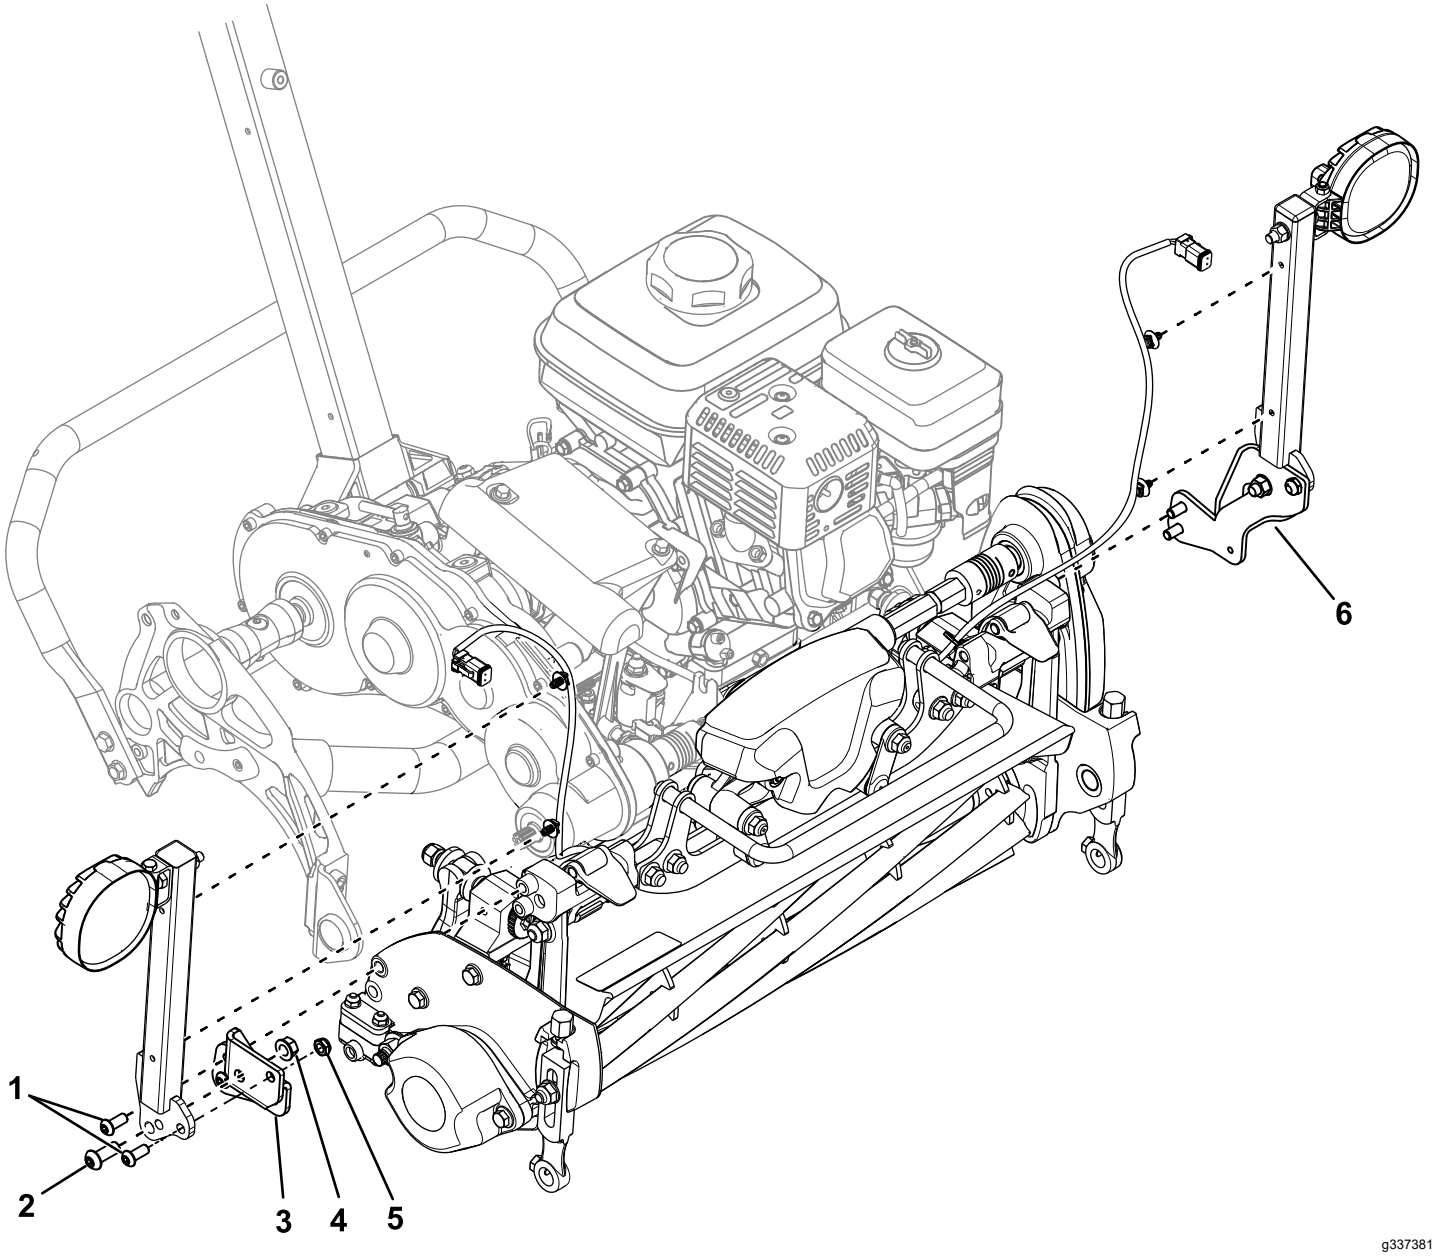

Figure 4
1. Use 2 socket-head screws (5/16 inch), 2 locknuts, 2 socket-head screws (3/8 inch), and 2 flange nuts (3/8 inch) to secure the light mounts to the mount brackets (Figure 4).
2. Use 4 socket-head screws (5/16 inch) to secure the mount brackets to the cutting-unit hub ends (Figure 4).